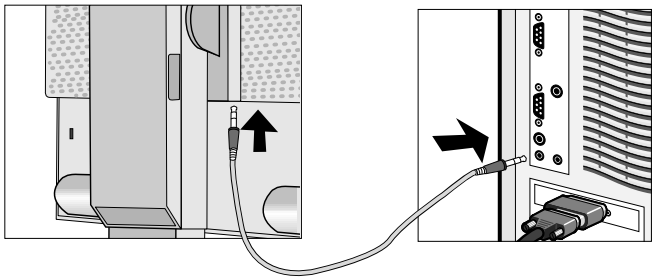

Figura A.1
2. Collegare il cavo audio a “AUDIO INPUT” sul retro del monitor e l’altra estremità al terminale “Audio out” del computer (**Figura A.1**).